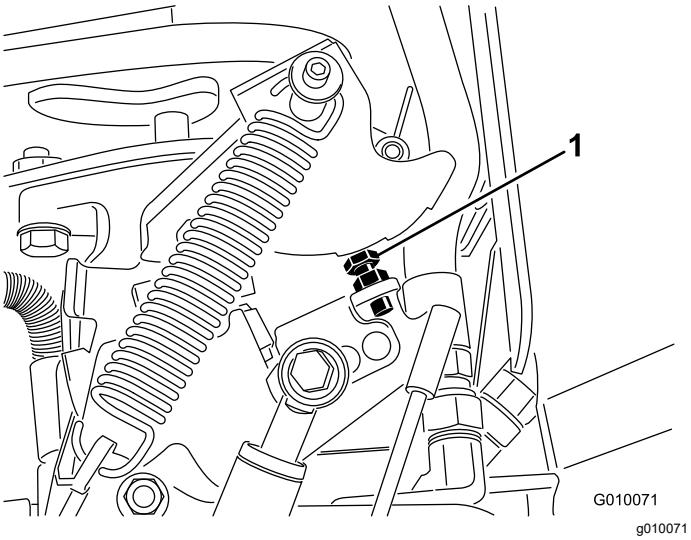

Figur 71
6. Hvis der er behov for at foretage en justering, skal pumpestopbolten drejes (Figur 71) tættere på stoppladen for at mindske hulmellemrummet, eller stopbolten skal drejes væk fra stoppladen for at forøge hulmellemrummet.